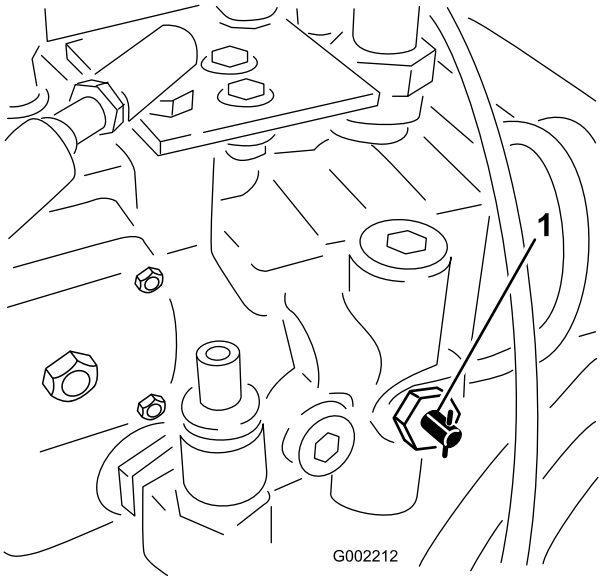

Figuur 25
1. Draai de sleepklep (Figuur 25) 90° in een van beide richtingen om deze te openen.